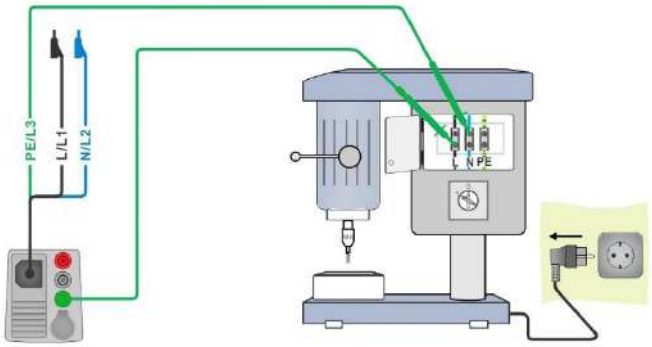

Figure 7.126: Discharging time measurement
- Connect 3-wire test lead to the instrument and on the DUT, see ***Figure 7.126***.
- Connect DUT to the mains supply and Switch it ON, see ***Figure 7.126***.